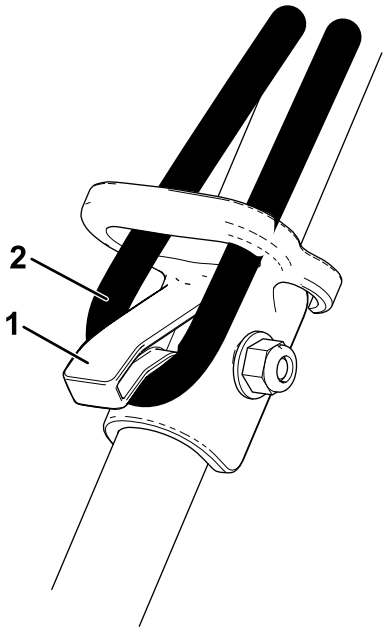

**Figura 9**
**Nota:** Per impedire che il cavo di prolunga di stacchi durante l'uso, utilizzate il fermacavo sulla stegola superiore prima di collegarlo alla macchina (Figura 9).